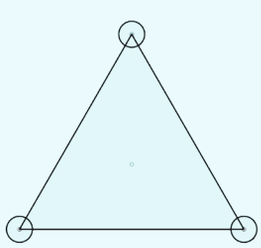

图 1.22　投影（一）
1. 制作橡皮支撑结构 1：将相同长度的小木棍插入橡皮指定位置，三根木棍垂直投影所形成的等边三角形如图 1.22 所示。